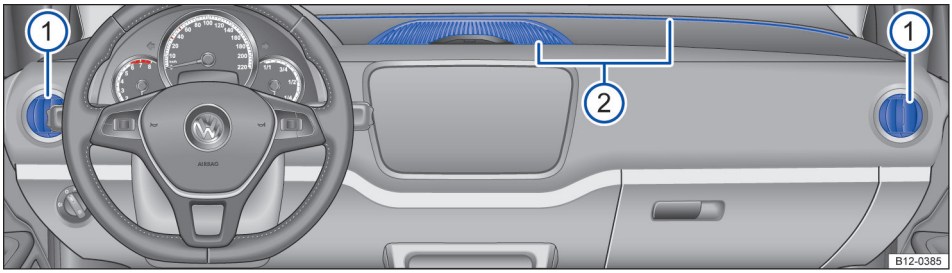

Fig. 76 No painel de instrumentos: difusores de ar. ▶
Para que uma potência de aquecimento, uma refrigeração e uma entrada de ar suficientes sejam atingidas no interior do veículo, nunca fechar os difusores de ar completamente → Fig. 76 ①.
- Para abrir os difusores de ar ①, pressionar na parte superior do difusor de ar.
Há outros difusores de ar, não reguláveis, encontram-se no meio do painel de instrumentos → Fig. 76 ②, nas áreas para os pés e na parte traseira do interior do veículo.